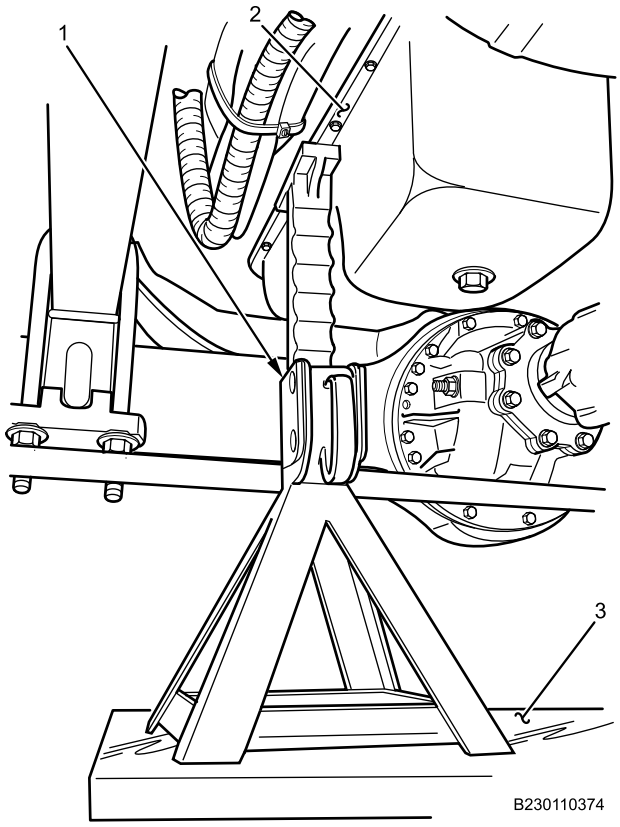

Figure 3. Jackstand Placement.
5. Position jackstand (Figure 3, Item 1) on wood filler block (Figure 3, Item 3) as far forward as possible, under left side of engine oil pan mounting flange (Figure 3, Item 2) as shown.